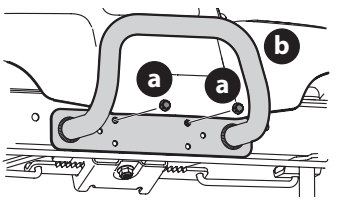

Figura 10
1. Extraiga los dos tornillos (a) (Figura 10).
2. Ubique el paragolpes (b) sobre los orificios de montaje y sujete con los tornillos (a) que extrajo en el Paso 1 (Figura 10).